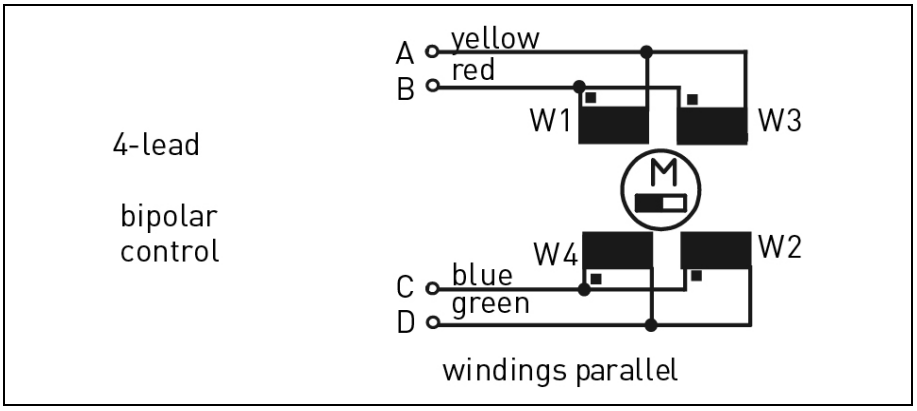

Fig. 9: 4-leads, parallel windings
- If possible, twist the leads of a phase into pairs, e. g. A with B and C with D (see Fig. 9:)